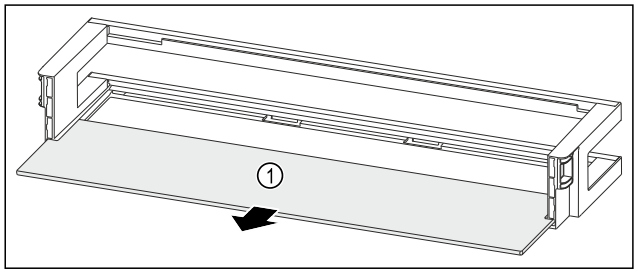

Fig. 209 Raft montat pe ușă cu raft
▶ Extrageți raftul *Fig. 209 (1)*.